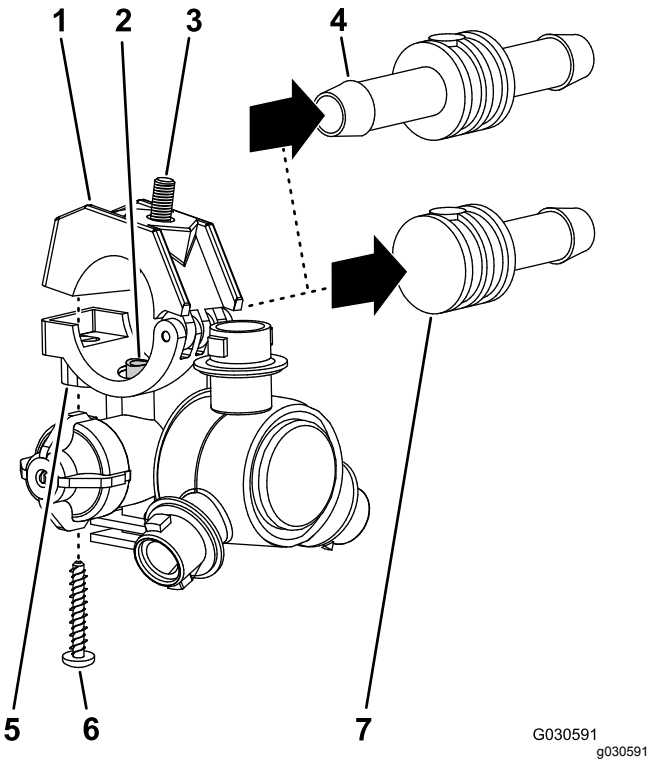

Figuur 48
2. Verwijder de schroef uit roestvrij staal (nr. 12 x 1-1/4") waarmee de bovenste klemhelft en de dubbele of enkele steel met slangribbel (3/4") bevestigd zijn aan de behuizing van de spuitdop, en koppel de steel met slangribbel en de slang af van de spuitdop (Figuur 48).